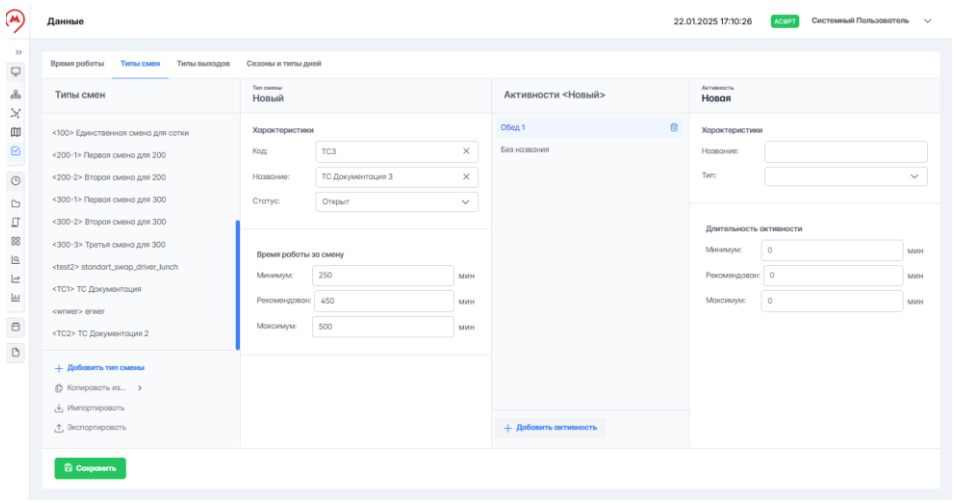

Рисунок 118 – Удаление активности из типа смен
2. На панели управления активностей выбранного типа смен навести курсор мыши на нужную активность в списке, в строке активности отобразится управляющий символ (рисунок 118).